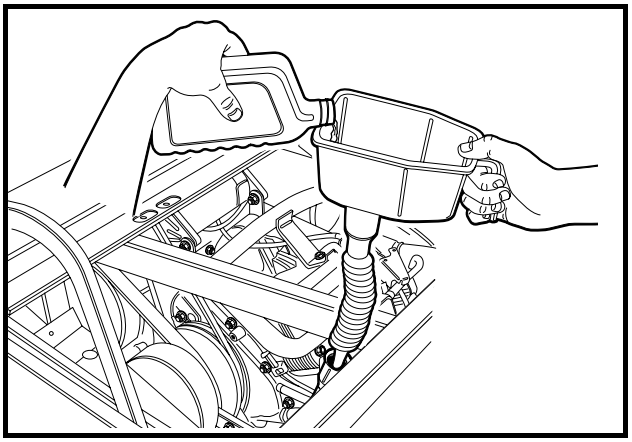
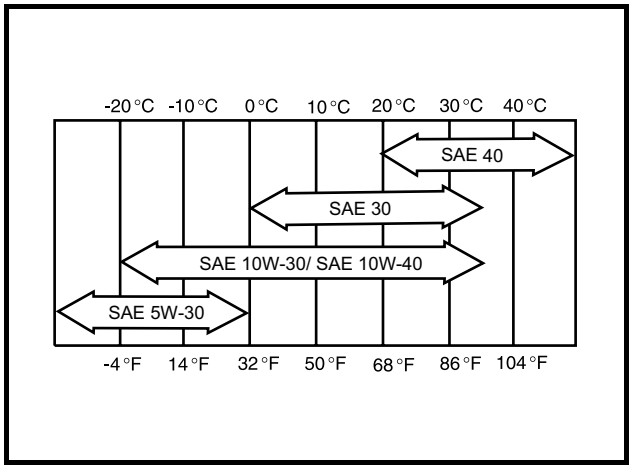

Figure 22 Add Engine Oil
Figure 23 Oil Viscosity Chart
16. Remove the dipstick and add engine oil into the dipstick port. Use a funnel or pour spout to direct the oil into the dipstick port **(Figure 22)**. With filter change, the engine requires 38 ounces (1.12 liters) of oil per change. Refer to oil viscosity guidelines for selection of oil grade **(Figure 23)**. Replace the dipstick.
Choose the viscosity according to the temperature as indicated by the oil viscosity chart **(Figure 23)**.